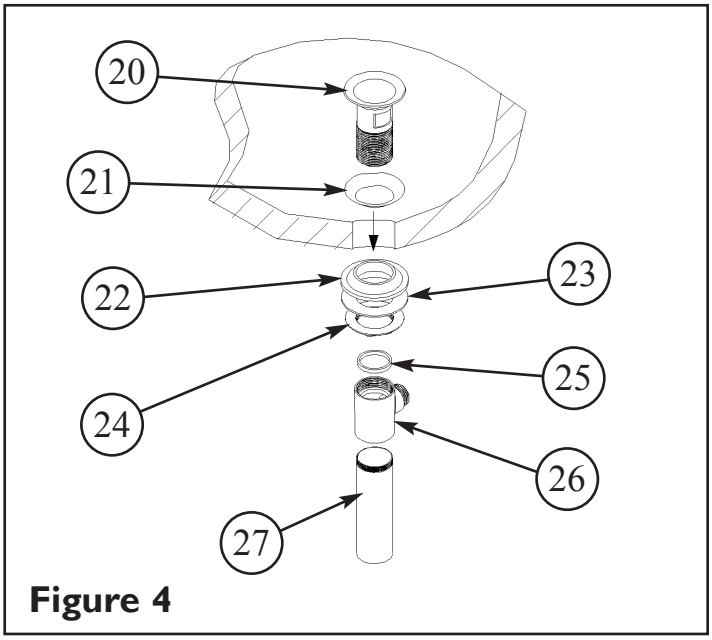

Figure 4
5. Remove drain PLUG (19) from FLANGE (20). Place FLANGE (20) and white WASHER (21) through sink drain opening. (Clear silicone may be used in place of white washer.) From bottom side of sink, place cone shaped rubber WASHER (22) onto FLANGE (20) and slide up against sink bottom. Note: Cone portion of WASHER (22) to face upward. Next slide on clear flat WASHER (23) and secure with flange NUT (24). Place clear WASHER (25) into drain BODY (26) & tighten to FLANGE (20). Apply thread sealant to TAILPIECE (27) and attach to drain BODY (26). Attach TAILPIECE (27) to p-trap drain (not included). **See Figure 4**.